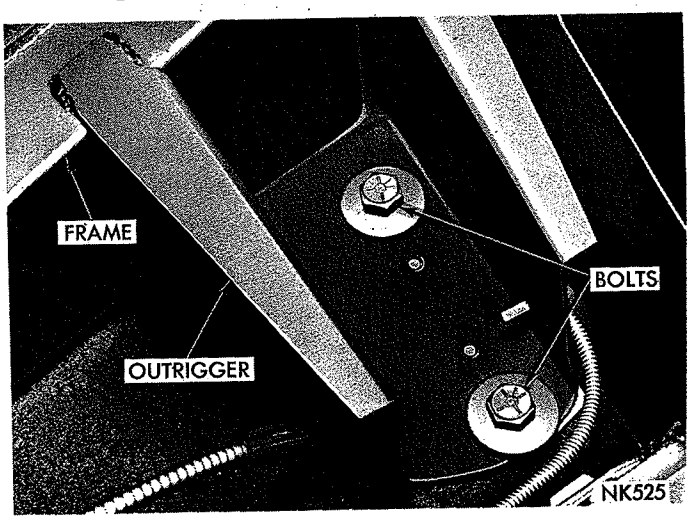

*Fig. 7—Body to Outrigger Mounting*
(14) Place a hydraulic jack under forestructure rear cross member to hold it in position when body to frame mounting bolts (Figs. 7 and 8) are removed. **Two bolts are located near top of curved portion of the body to frame cross member.**
(15) Remove frame to body bolts, lower front end assembly and at same time, move front end assembly out and away from the body (make sure antenna lead is free from side cowl).
(16) If frame is to be replaced, transfer serviceable parts to new frame.